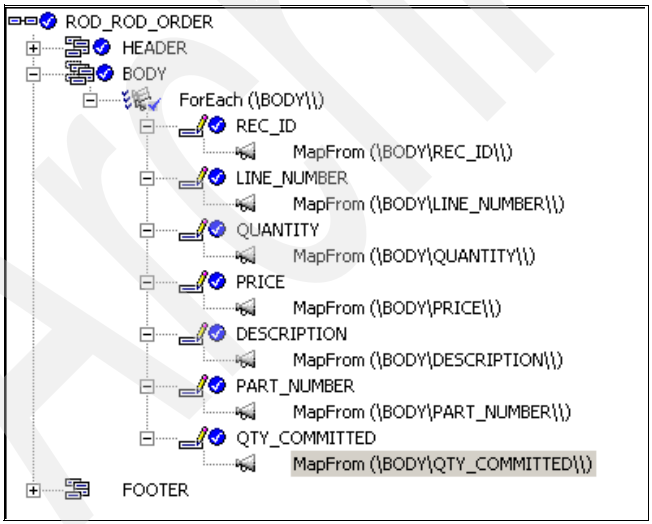

Figure 16-14 Mapping commands for BODY iteration
5. After this **`ForEach`** command is generated, we can drag each field defined in the BODY record onto its corresponding target field. When complete, the mapping commands in the BODY record should appear as shown Figure 16-14.